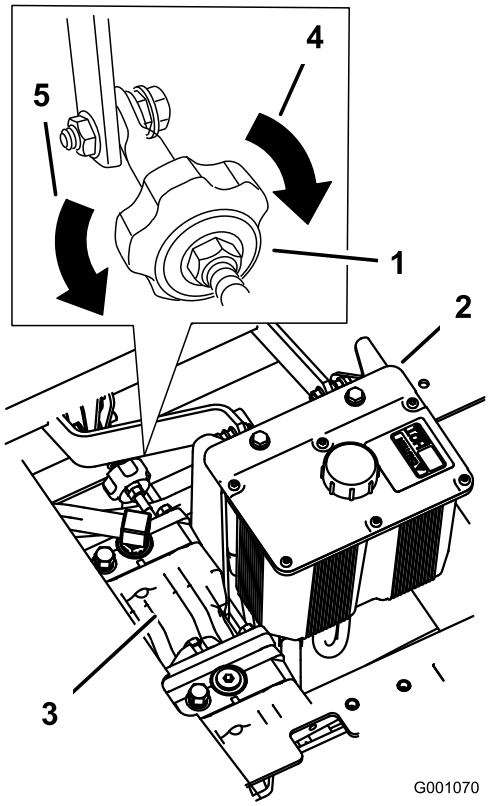

Figuur 65
2. U stelt de lengte van de pompstang af door de knop in de juiste richting te draaien, totdat de het wiel stil staat of iets achteruit kruipt (Figuur 65).